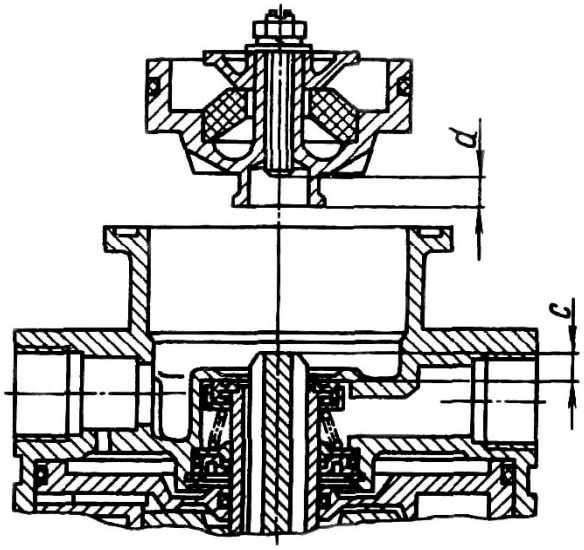

Рис.97. Установка верхнего поршня тормозного крана
3. При установке верхнего поршня замерьте расстояние С (рис.97) – выступание хвостовика малого поршня над клапаном. С помощью регулировочного винта на верхнем поршне установите расстояние d = (с + 0,8) мм.